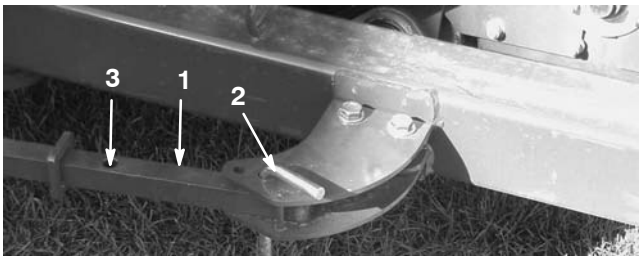
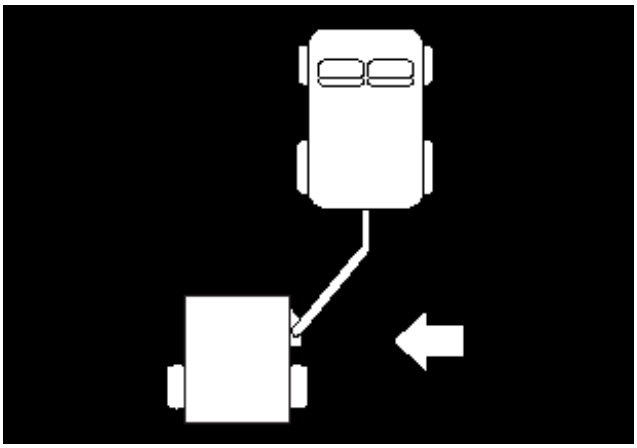

Bild 33
Bild 34
2. Nehmen Sie den Kupplungsstift ab, mit dem der Aktuatorarm an der vorderen Aktuatorlasche befestigt ist (Bild 33).
3. Drücken Sie die Kehrmaschine nach links (Bild 34), bis Sie den Kupplungsstift in das hintere Loch des Aktuatorarms einsetzen können (Bild 33).
4. Setzen Sie den Kupplungsstift ein, um den Aktuatorarm an der vorderen Aktuatorlasche zu befestigen (Bild 33).